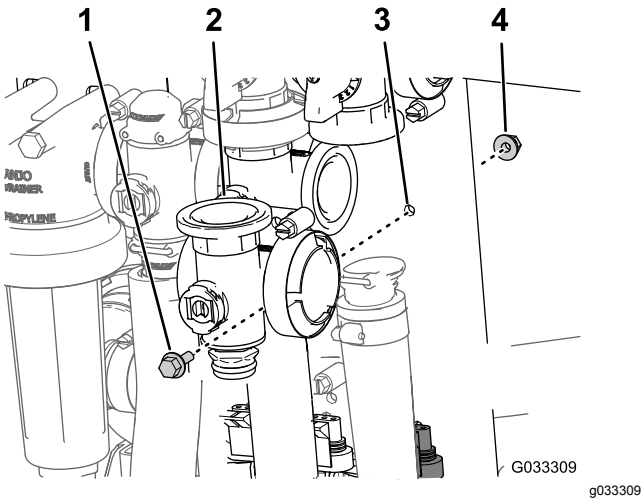

Figur 67
3. Afmonter flangehovedbolten og flangelå-semøtrikken, der fastgør hovedbomventilen til ventilbeslaget, og afmonter ventilmanifolden fra maskinen (Figur 67).